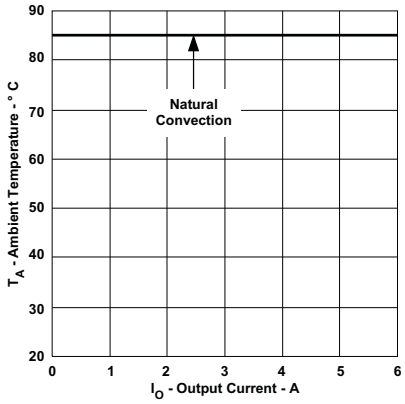

Figure 4.
(2) SOA curves represent the conditions at which internal components are at or below the manufacturer's maximum operating temperatures. Derating limits apply to modules soldered directly to a 4 in. × 4 in. double-sided PCB with 1 oz. copper. Applies to Figure 4.